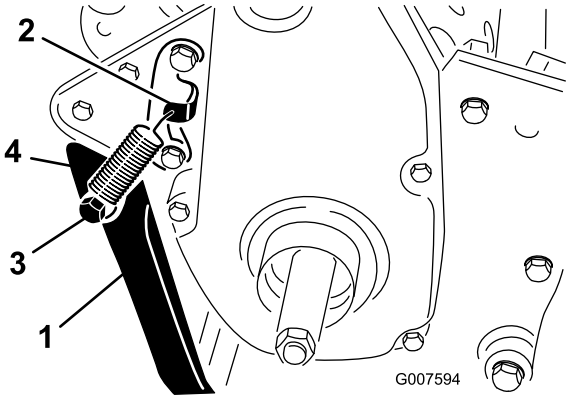

**Figur 7**
2. Hekt fjæren inn i hullet på fjærbraketten og videre på fjærbolten mens du justerer støtten i forhold til monteringshullene bak på rammen (Figur 7).
3. Monter støtten til hver side av rammen med en bolt, en låseskive, en flat avstandsskive og en låsemutter (Figur 7). Plasser avstandsstykket i støttens monteringshull.